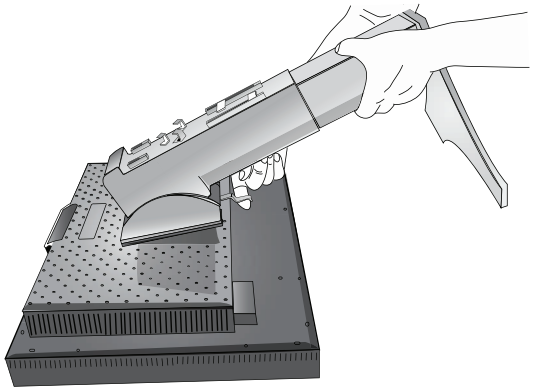

**Abbildung S.3**
5. Heben Sie die Unterseite des Fußes an, um ihn vom Monitor zu lösen (**Abbildung S.3**). Der Monitor kann jetzt auf andere Weise montiert werden. Führen Sie die Schritte in umgekehrter Reihenfolge aus, um den Fuß wieder anzubringen.